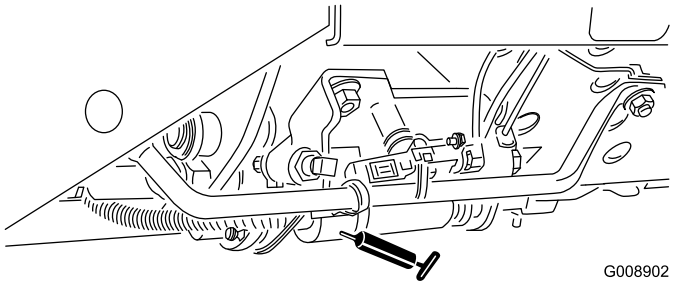

Figur 55
- Skjutreglage för klippning/transport (Figur 55)